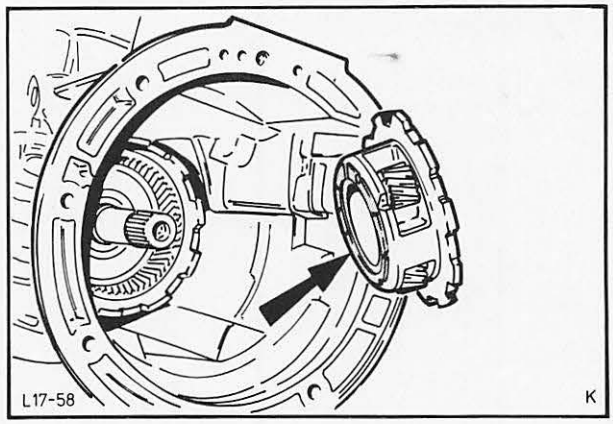

Abb. 86 Anlaufscheibe Nr. 5 mit Planetenträger in das Getriebegehäuse einsetzen
39. Anlaufscheibe Nr. 5 mit Öl an die Rückseite des Planetenträgers kleben. Abb. 86. Planetenträger montieren und mit Sprengring sichern. Hierzu hintere Bremstrommel bis zum Anschlag nach vorne ziehen, damit die Sprengringnut frei wird.